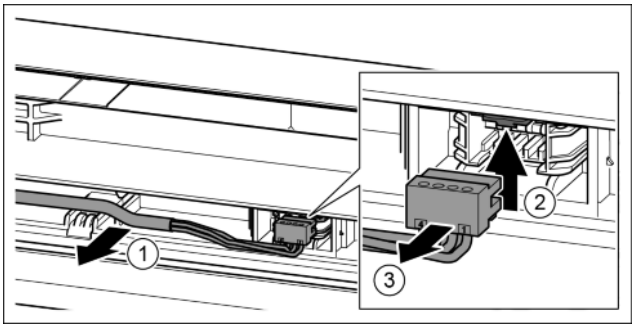

Fig. 21
▶ Carefully remove the grey cable from the guide in the door. *Fig. 21 (1)*
▶ Press the lug upwards. *Fig. 21 (2)*
▶ Carefully remove the connector. *Fig. 21 (3)*